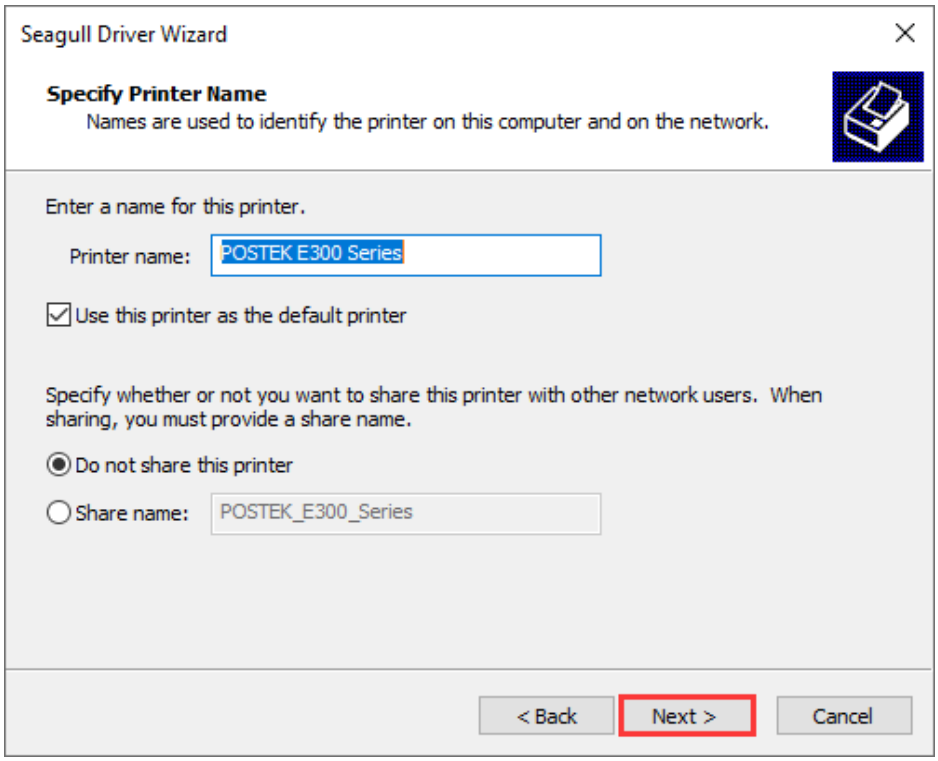

Figure 2-40 Specify Printer Name
10. On the "Specify Printer Name" screen, enter a name for the printer, as shown in Figure 2-40. Click "Next" to complete the driver installation.